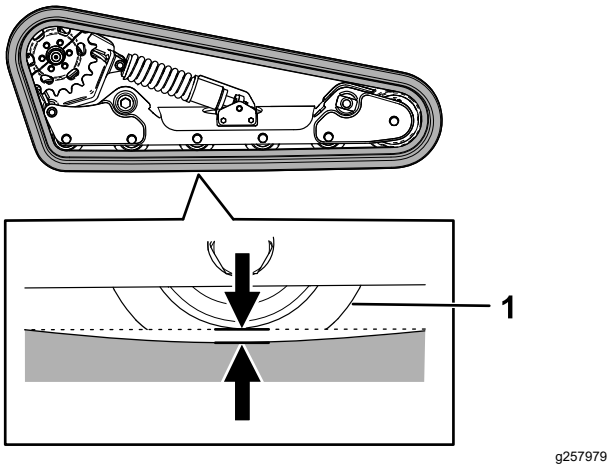

Рисунок 56
Приподнимите и установите на опору одну сторону машины и, используя массу гусеницы, проверьте, чтобы зазор между нижней частью кромки опорного катка и гусеницей был равен 13 мм, как показано на Рисунок 56. Если это не так, отрегулируйте натяжение гусеницы, используя следующую процедуру.
5. Используя ключ с храповым механизмом на ½ дюйма, поверните натяжной винт так, чтобы прогиб гусеницы составил 13 мм, как показано на Рисунок 56.
9. Проверьте, чтобы прогиб гусеницы составлял 13 мм, как показано на Рисунок 56. При необходимости отрегулируйте тормоза.
20. Используя ключ с храповым механизмом на ½ дюйма, поверните натяжной винт против часовой стрелки так, чтобы прогиб гусеницы составил 12,7 мм, как показано на Рисунок 56.
25. Проверьте, чтобы прогиб гусеницы составлял 12,7 мм, как показано на Рисунок 56.